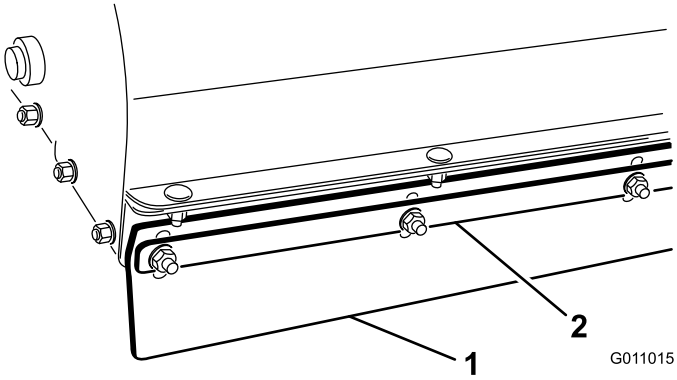

Figur 22
1. Lossa på muttrarna som fäster metallremsan och framklaffen till borsthöljet (Figur 22).